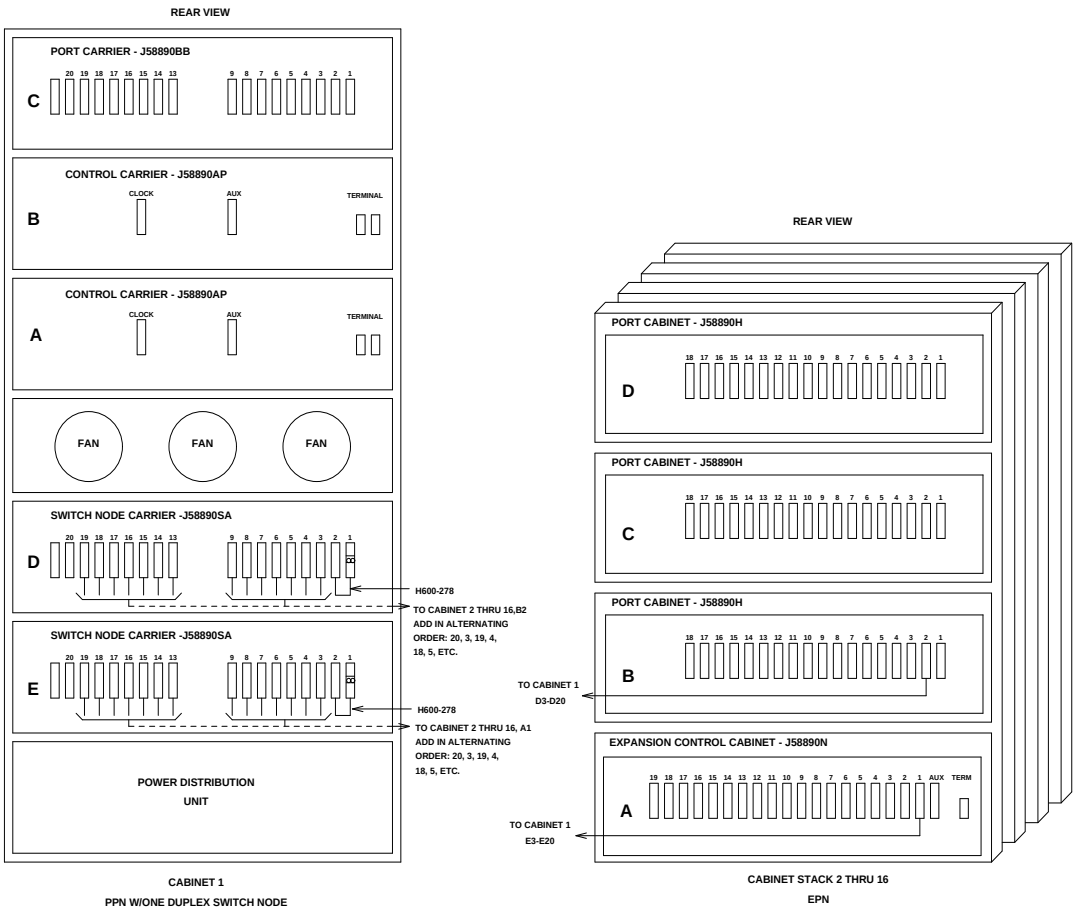

Figure 7-37. Fiber-Optic Connections through Center Stage Switch
1. Behind the PPN cabinet (see Figure 7-37):
2. Behind switch node carrier E of PPN cabinet 1 (see Figure 7-37):
4. Behind switch node carrier D of PPN cabinet 1 (see Figure 7-37):